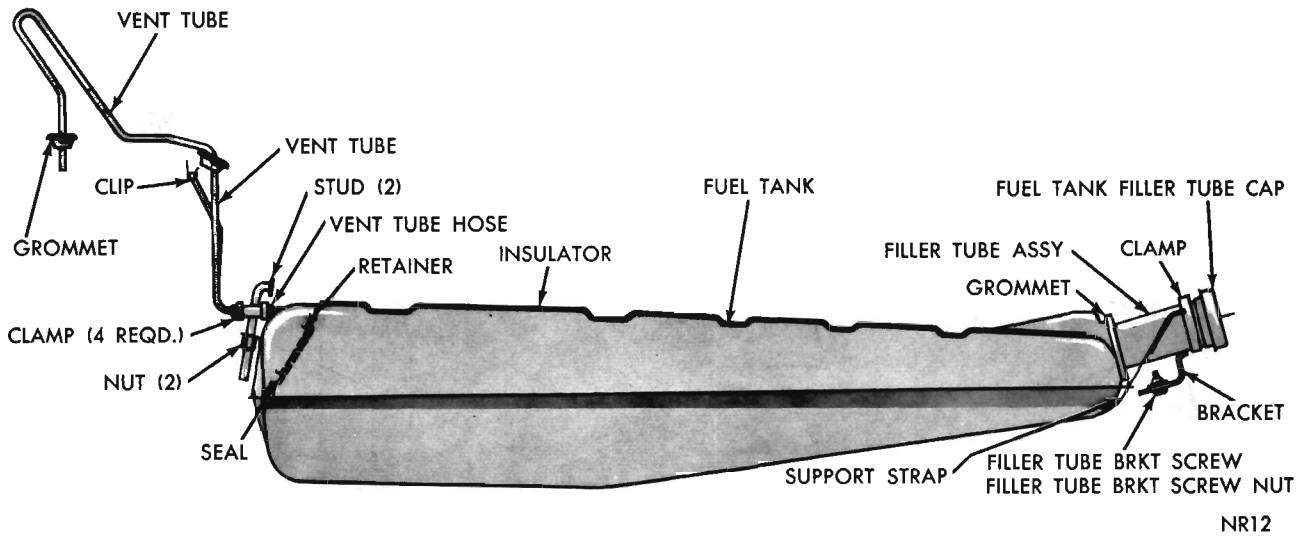

Fig. 4—Fuel Tank Asembly (115.8 inch W/B Vehicles) Sedans
(2) Disconnect vent tubes at hose connection at leading edge of tank (Fig. 4).
(3) Remove screw that attaches filler tube bracket to rear crossmember.
(4) Remove nuts that hold ends of fuel tank hold down straps to frame. Lower front end of tank far enough to disengage filler tube from rear panel and slide out from under vehicle.
Sedans (Fig. 4)